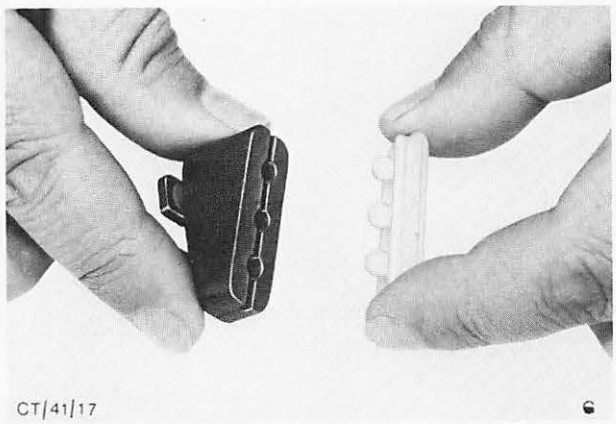

Abb. 51 Kunststoffunterlage an Gummikeil montieren
3. Kunststoffunterlage an der Unterseite des Gummikeils anbringen, Abb. 51.